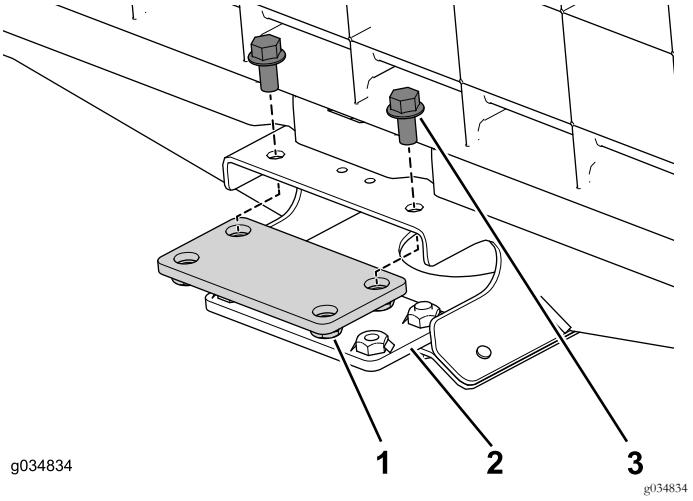

Figura 21
1. Utilice los 4 pernos con arandela prensada (3/8" x ¾") para sujetar provisionalmente las placas de unión superior e inferior al perfil central de la sección delantera (Figura 21).